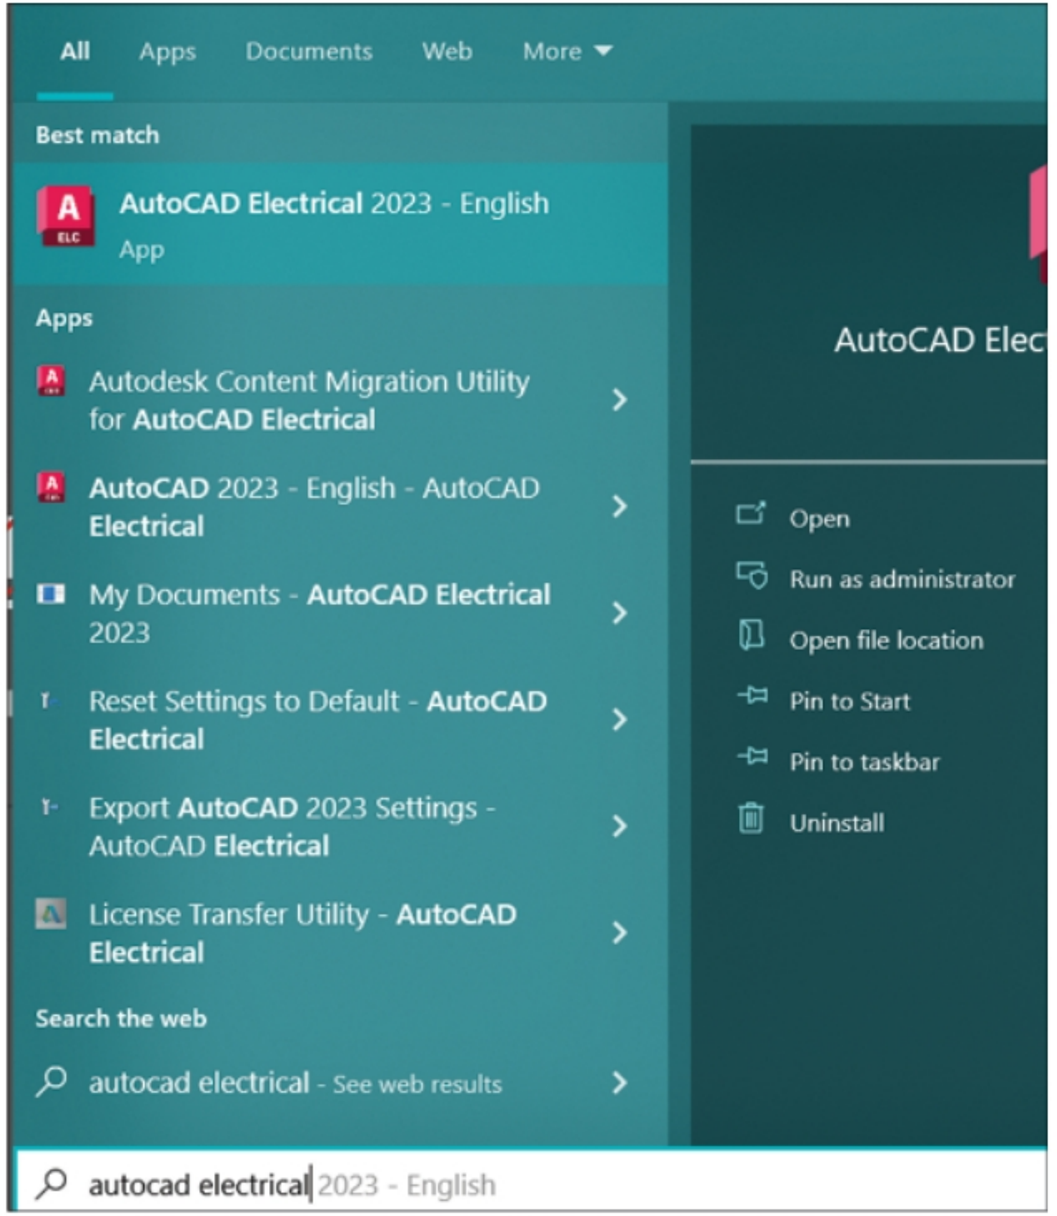

Figure-2. Starting AutoCAD Electrical using Start menu
- Click on the AutoCAD Electrical icon from the desktop or start AutoCAD Electrical by using the **Start** menu; refer to Figure-2. The interface of AutoCAD Electrical will be displayed.